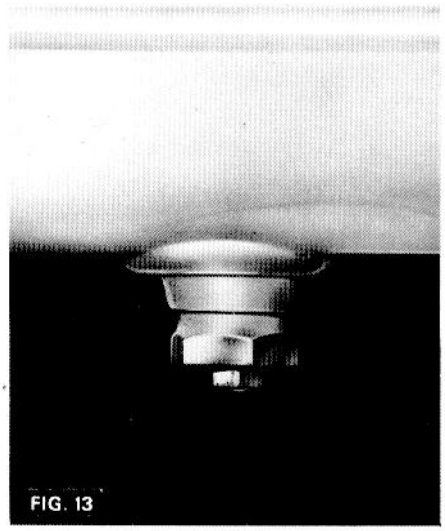

FIG. 13
2. Retirer le bouchon de niveau (Fig. 13) et laisser s'écouler l'huile (environ 5 litres).
1. Retirer le bouchon principal et vidanger le réservoir. (Fig. 13).